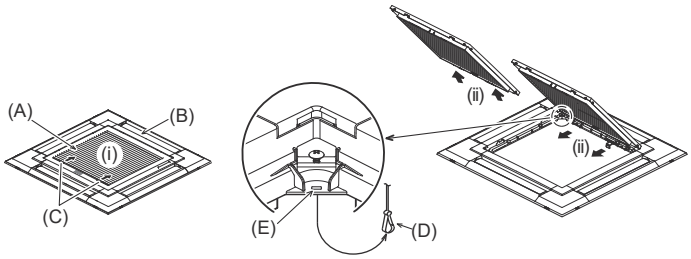
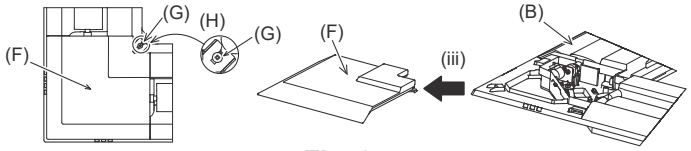

Fig. 9-3
Fig. 9-4
9.2.1. Retrait de la grille d'admission (Fig. 9-3)
9.2.2. Retrait du panneau en coin (Fig. 9-4)
[Fig. 9-3] [Fig. 9-4]